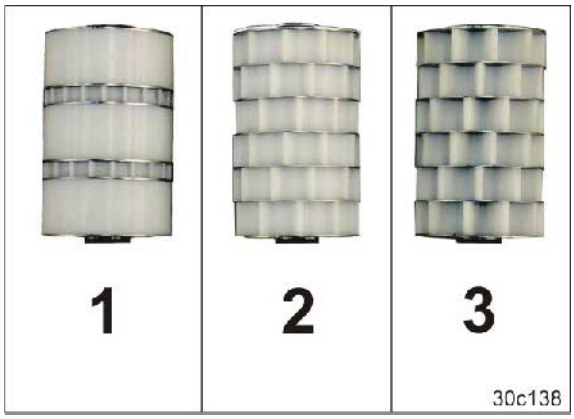

**Fig. 95**
- Tambour de dosage petites graines (Fig. 95/1)
- Tambour de dosage moyennes graines (option, Fig. 95/2)
- Tambour de dosage grosses graines (Fig. 95/3)